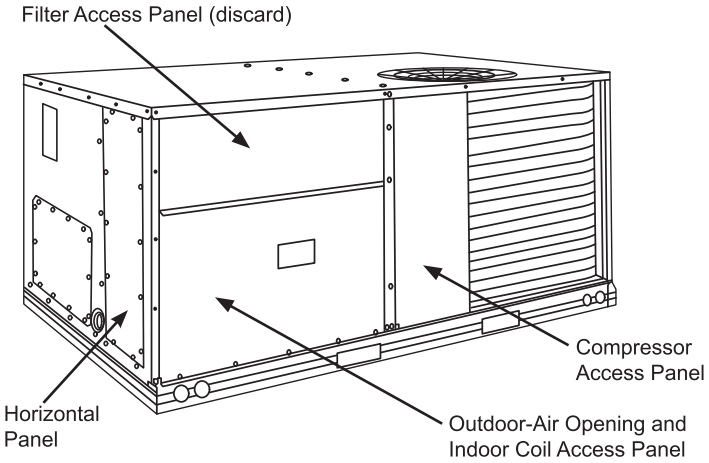

Figure 1 - Typical Access Panel Locations
Step 2: Remove the existing unit filter access panel and discard. Raise the panel and swing the bottom outward. The panel is now disengaged from the track and can be removed. See Figure 1. Remove the horizontal panel on unit. See Figure 1.
Step 3: Remove the indoor coil access panel and discard. See Figure 1.